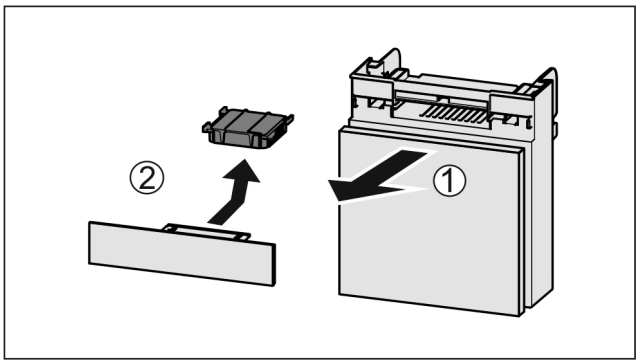

*Fig. 179*
▶ Lade vanaf de voorkant eruit trekken *Fig. 179 (1)*.
▶ Actiefkoolfilter verwijderen *Fig. 179 (2)*.